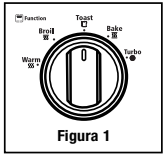

Figura 1
1. **Perilla selectora de función -** Seleccione la función de cocción girando la perilla a la graduación deseada. (Ver la Figura 1)